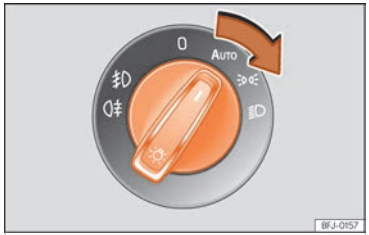

Fig. 71 Tauler d'instruments: comandament dels llums.
- Connecteu l'encesa i gireu el commutador dels llums a la posició desitjada ››› fig. 71.